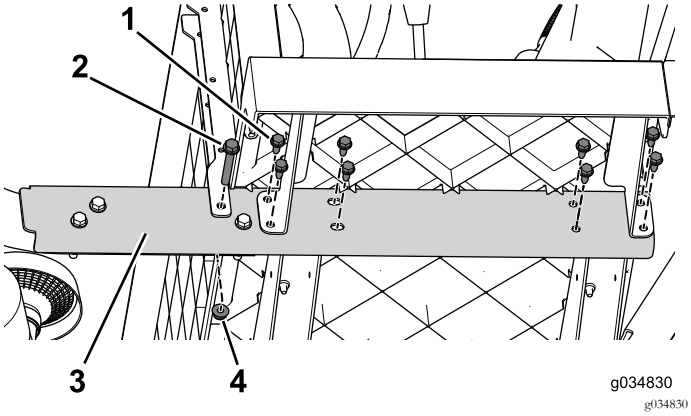

Bild 16
2. Entfernen Sie die Bundbolzen (3/8" x 2½") und Muttern, mit denen die Seitenschiene an der Maschine befestigt ist (Bild 16). Führen Sie dies an beiden Seiten der Maschine aus.
3. Arbeiten Sie von der Vorderseite zur Rückseite und entfernen Sie die Bundbolzen (5/16" x ¾"), mit denen die Seitenschiene an der Maschine befestigt ist (Bild 16). Führen Sie dies an beiden Seiten der Maschine aus.